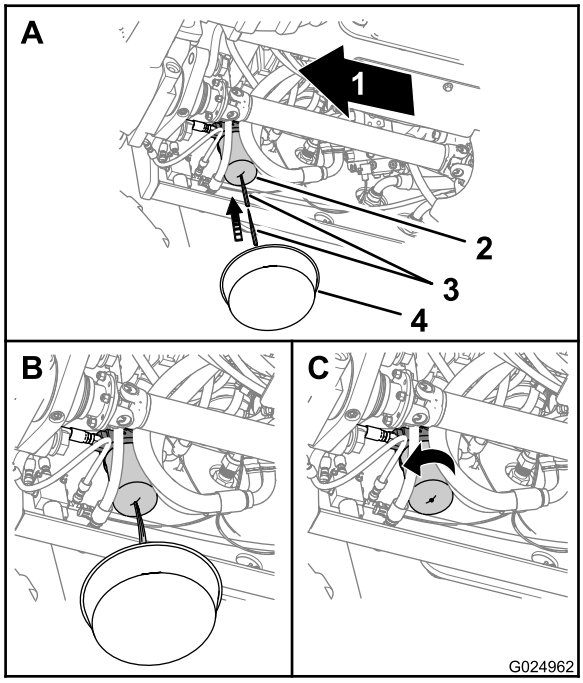

Figure 96
1. Place a drain pan under the transmission-oil filter (Figure 96).
2. Puncture the bottom of the transmission filter, and allow the residual hydraulic fluid to drain into the drain pan (Figure 96).
3. Remove the transmission filter with a filter wrench and discard the filter (Figure 96).
6. Install the new filter by hand and tight the filter 1/2 to 3/4 turn after it makes contact with the filter head (Figure 96).